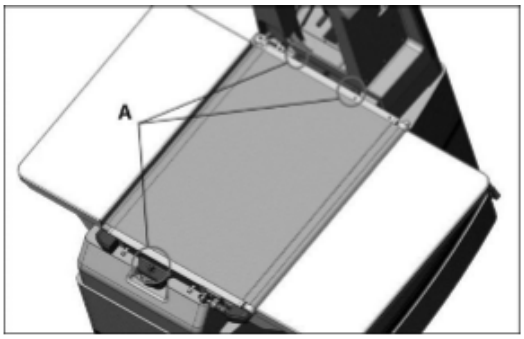

Рис. 21
4. Открутите 3 винта (A, Рис. 21), которые крепят стол транспортера к основанию.